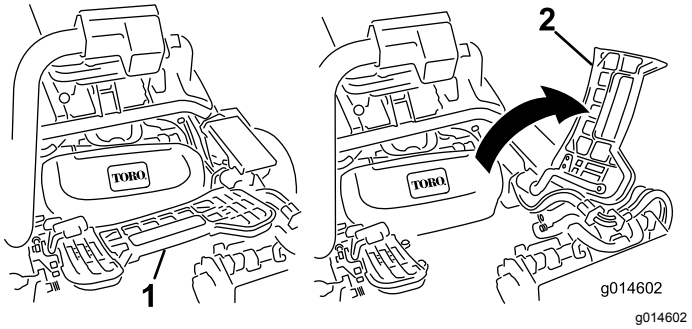

Figur 31
1. Lyft upp fotstödet och fäll upp det så att du kommer åt mittklippenheten (Figur 31).